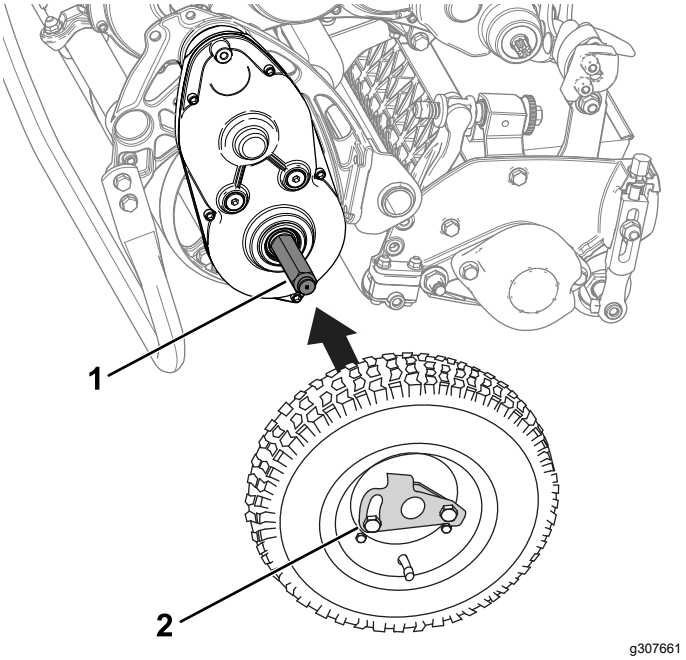

Figura 21
2. Inserite una ruota su un asse (Figura 21).
3. Ruotate la clip bloccaruote (Figura 21) allontanandola dal centro della ruota e lasciandola scorrere più in là sull'asse.